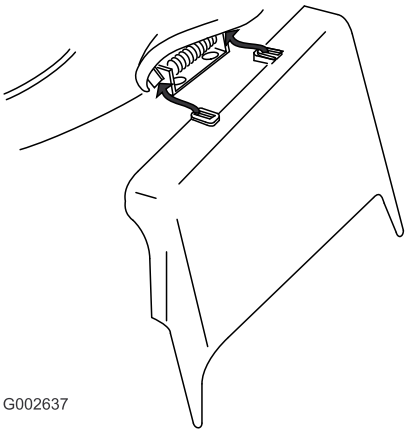

**Figur 33**
3. Montera sidoutkastarriktaren och stäng luckan till riktaren (Figur 33).